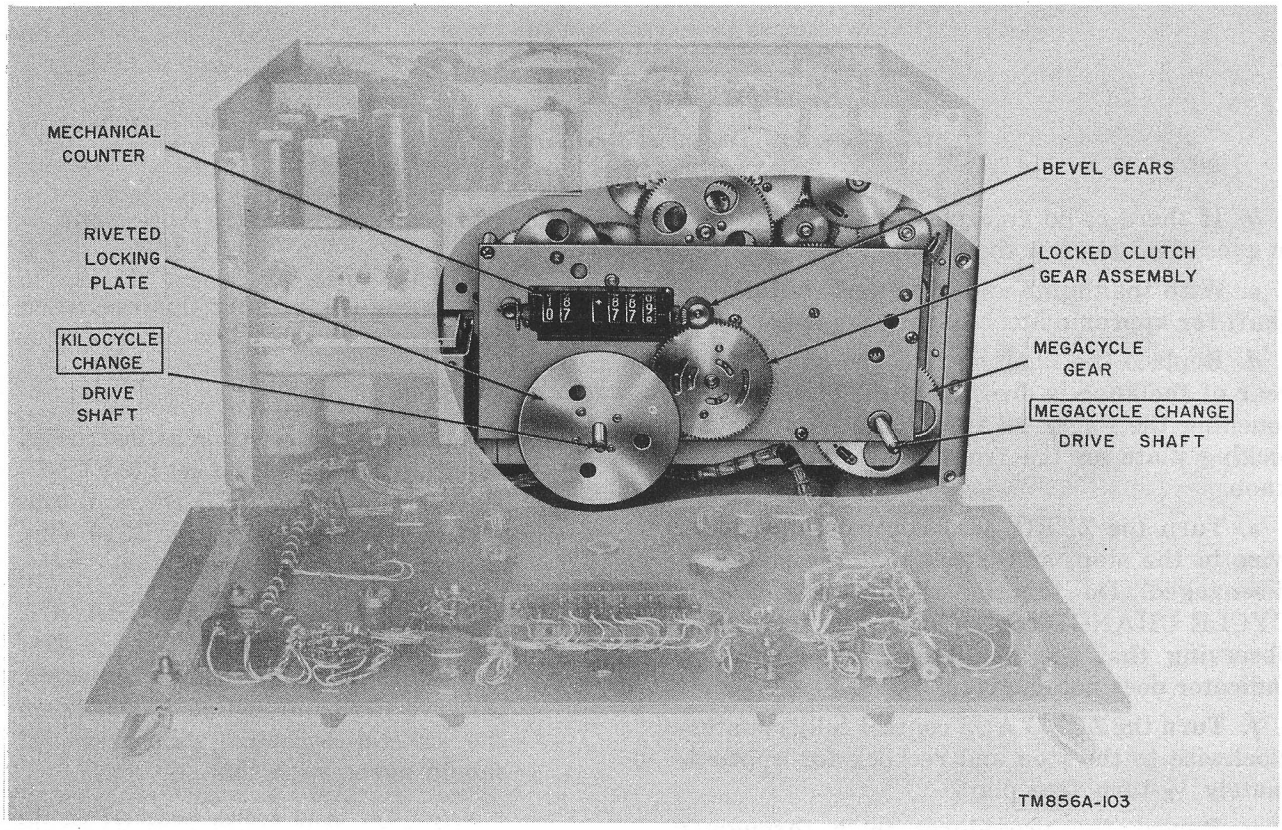
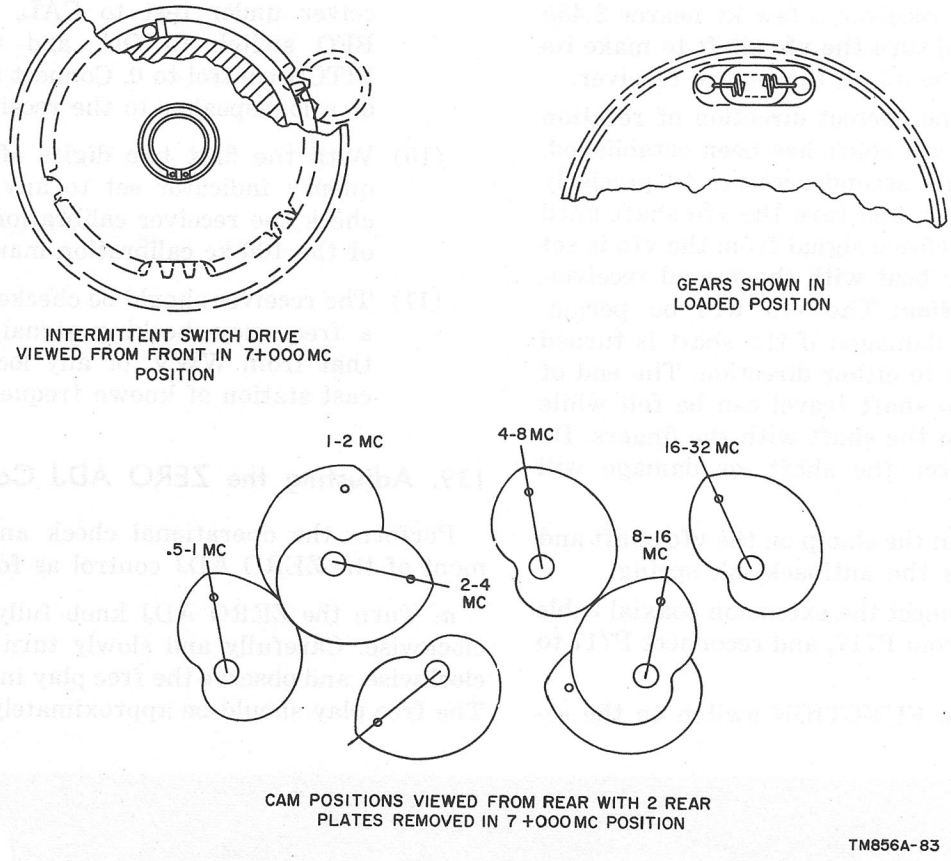

Figure 86. Rf gear train assembly, location of parts.
Figure 87. Mechanical alignment details.
(fig. 86 through 89)
a. Camshafts. The camshafts are synchronized properly if the index lines on the pressed cam plate line up with the holes in the cams, and if the intermittent switch drive gears are as shown (fig. 87) when the frequency indicator reads exactly 07 +000. If the cams line up at some other frequency indication, line the cams up to the index lines with the KILOCYCLE CHANGE control, loosen the bevel gear on the counter (fig. 86), and adjust it to 07 +000. To synchronize the rf subchassis when it is removed from the main frame, turn the KILOCYCLE CHANGE drive shaft by rotating the
riveted locking plate (fig. 86) until the counter reads 07 +000. If the index lines do not bisect the holes as specified, follow the instructions in (2) and (3) below. All camshafts, except the 8- to 16-mc camshaft, are secured to the drive gears. To position a camshaft, loosen the clamp that is located at the end of the individual shaft in front of the subchassis. To avoid losing the nut, do not loosen the clamp more than is necessary. Be careful not to strip the screw thread.
(1) Check the 10-turn stops by rotating the MEGACYCLE CHANGE and KILOCYCLE CHANGE shafts fully counterclockwise. The frequency indicator should read halfway between 99 and 00 mc (off detent position) and between —963 and —972 kc. Check the reading on the crystal-oscillator subchassis band switch indicator position. If it does not agree with the setting of 00, loosen the clamp on the crystal-oscillator subchassis drive shaft, and turn the shaft by hand for the crystal-oscillator drive shaft setting of 0. Tighten the shaft coupler after the adjustment is made.
(2) Check the cam followers at the high and low ends of each coil range. In general, all cam followers should be near the peak of the cams at the high end of the coil ranges. Specifically, all cams, except the cams for the .5- to 1-mc range, should not quite reach the peak of the cams at the high end of the range. The cam followers for the .5- to 1-mc range may pass over the peak of the cams for a KILOCYCLE CHANGE control reading of +025 or higher. All cam followers, except the .5- to 1-mc cam followers, should not quite reach the valley of the cams as the KILOCYCLE CHANGE control is turned to the low end of the coil ranges. For the .5- to 1-mc cam followers, they may pass through the valley and start up the other side of the cams as the KILOCYCLE CHANGE control is adjusted to a reading of about 475. The cam follower on first variable if Z213 (17.5 to 25 mc) is near the valley of the cam when the KILOCYCLE CHANGE control reading is 500, and rises to near the peak at 07 +000. The cam follower on second variable if Z216 (3 to 2 mc) is near the valley of the cam when the KILOCYCLE CHANGE control is rotated fully clockwise and near the peak when the KILOCYCLE CHANGE control is fully counterclockwise.
(3) If the cams do not line up as shown in figure 87, loosen the shaft clamps and adjust the cams in the following order: 8- to 16-mc cams (the first variable if cams are also on this shaft), 16- to 32-mc cams, 4- to 8-mc cams, 2- to 4-mc cams, 1- to 2-mc cams (the second variable if cams are also on this shaft), and the .5- to 1-mc cams.
(1) With the frequency indicator still reading 07 +000, observe the intermittent gear and its small mating gear. They should be as shown in figure 87. Remove tube V207 from its tube socket, and disconnect J208 from P108. Connect an ohmmeter between pin 6 of XV207 and pin D of J208. The ohmmeter should read approximately 56,000 ohms. As the MEGACYCLE CHANGE control is turned from 07 to 08, the reading on the ohmmeter should become infinity, indicating that the rf band switches are selecting the correct coils.
(2) Rotate the MEGACYCLE CHANGE control through all of the bands. On those bands from 00 through 07, the ohmmeter should read approximately 56,000 ohms; the reading should be infinity from 08 through 31. After the test is completed, remove the ohmmeter connections, reconnect J208 to P108, and replace tube V207.
(3) If the rf band switch contacts are believed to be out of synchronization, turn the MEGACYCLE CHANGE con-